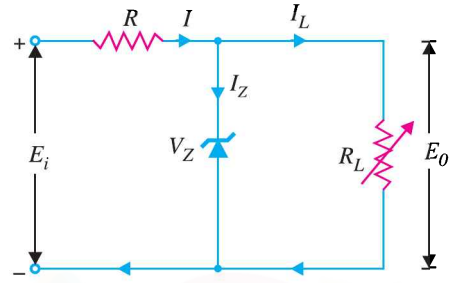

Fig. 6.59
2. Fixed E_i and Variable R_L. This case is shown in Fig. 6.59. Here the applied voltage (E_i) is fixed while load resistance R_L (and hence load current I_L) changes. Note that there is a definite range of R_L values (and hence I_L values) which will ensure the zener diode to be in "on" state. Let us calculate that range of values.
* If you remove the zener in the circuit shown in Fig. 6.59, then voltage V across the open-circuit is